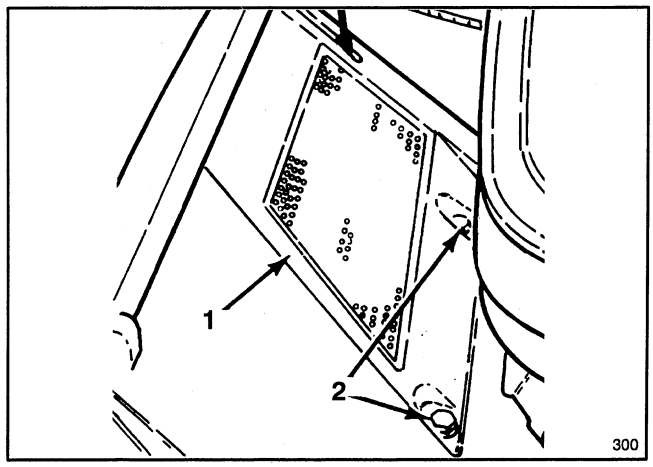

Figure 30
2. Remove two 13 mm (1/2") self–tapping screws securing panel screen to mower deck and remove panel screen (Fig. 30).